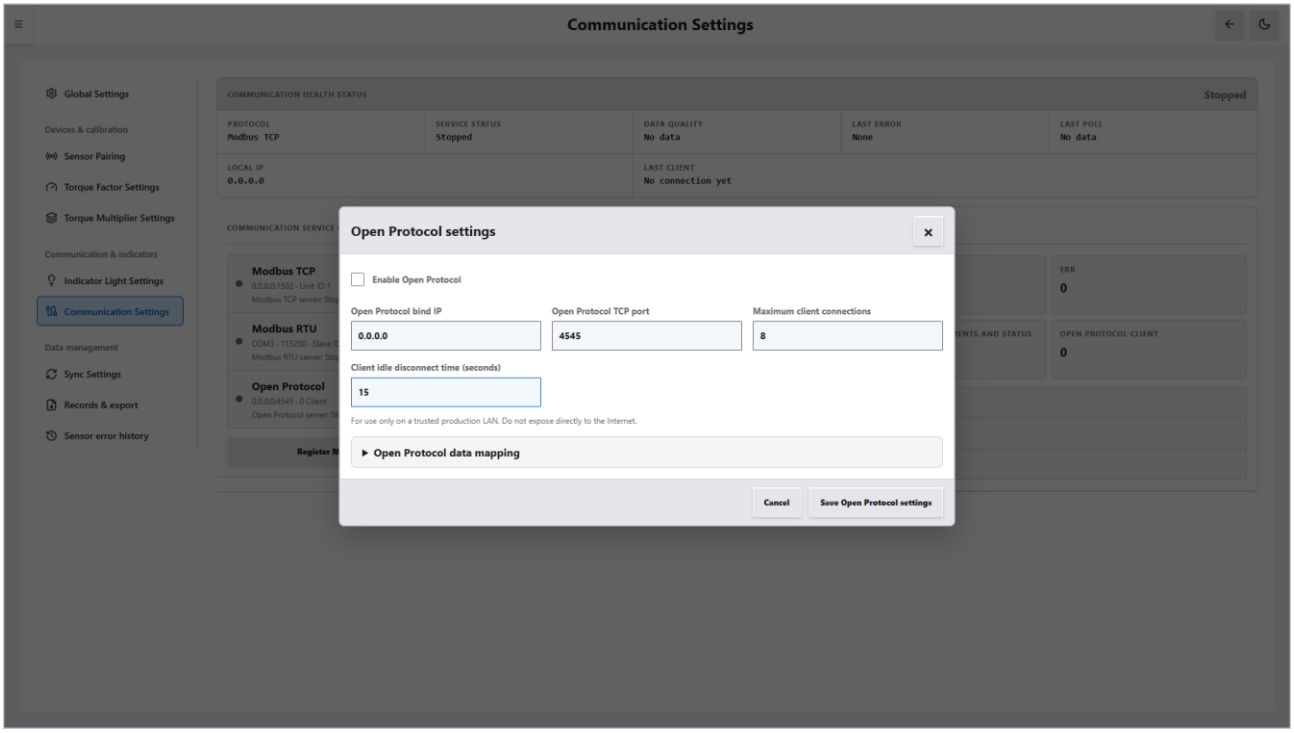

Figure 13-4 Open Protocol settings window
2. In “Communication Settings”, click ⚙ on the right of the “Open Protocol” row. The “Open Protocol settings” window opens (see Figure 13-4).